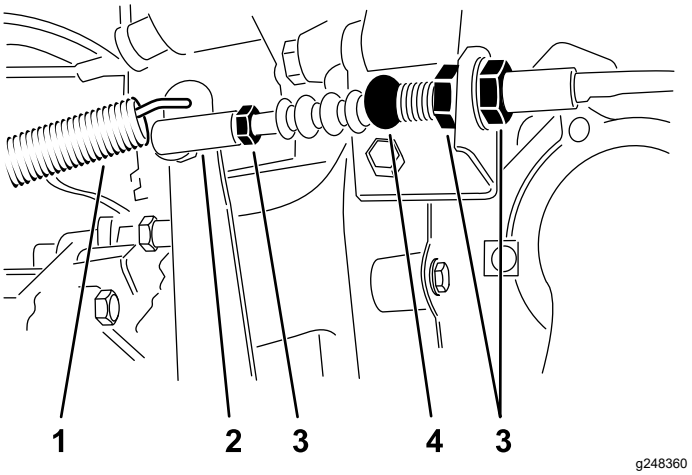

**Figura 57**
1. Afloje las contratuercas que fijan el cable del embrague al soporte de la carcasa (Figura 57).